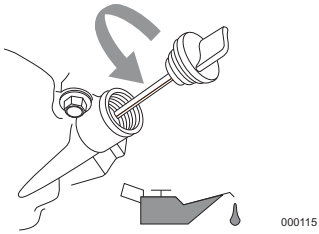

*Figure 2-7. Remove Dipstick*
3. Remove oil fill cap and wipe dipstick clean. See *Figure 2-7*.